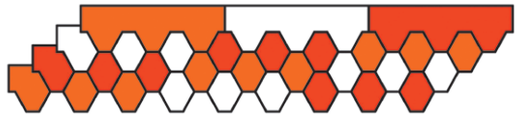

Рис. 19. Схема чередования гонтов битумной черепицы Döcke на примере гексагональной формы гонта.
8.2.5 В целях недопущения потенциальной разницы оттенков цвета на скатах кровли, необходимо при монтаже чередовать гонты из разных упаковок (не менее трёх упаковок) по схеме, представленной на рис. 19. На данной схеме каждый цвет соответствует отдельной упаковке битумной черепицы. Данная схема актуальна для всех коллекций битумной черепицы, кроме коллекции «Саппоро».